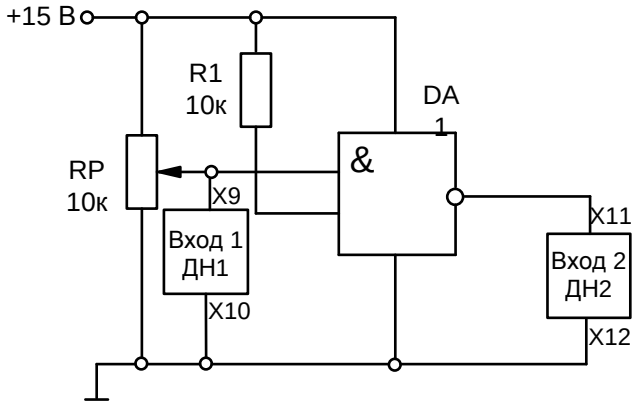

Рис. 16
2.4. Снять передаточную характеристику логического элемента 2И-НЕ. Запустить Delta Profi выбрать: «Работа. Исследование цифровых интегральных микросхем», далее «передаточная характеристика». Собрать схему согласно рис. 16. Изменяя напряжение на входе, контролировать напряжение на выходе (измерения проводить, повышая входное напряжение от 0 до максимального, а затем снижая его до 0). Построить передаточную